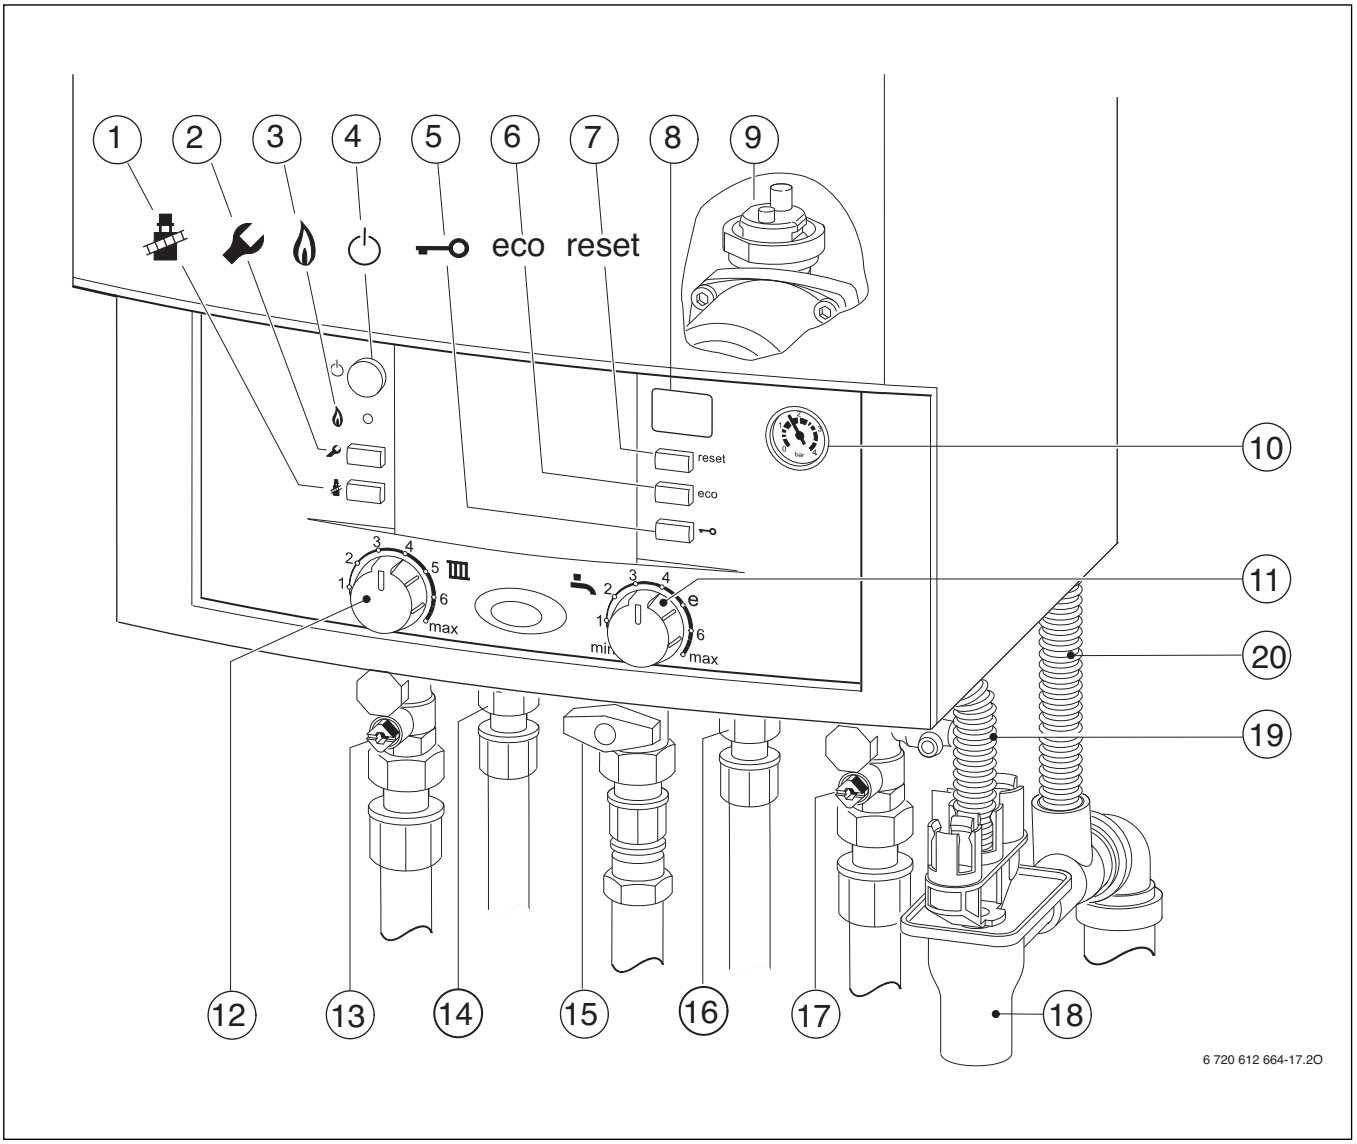

Bild 49
- ▶ Heizungsvorlaufhahn und Heizungsrücklaufhahn [13 und 17, Bild 49] öffnen und Heizungsanlage auf 1 - 2 bar füllen und Füllhahn schließen.